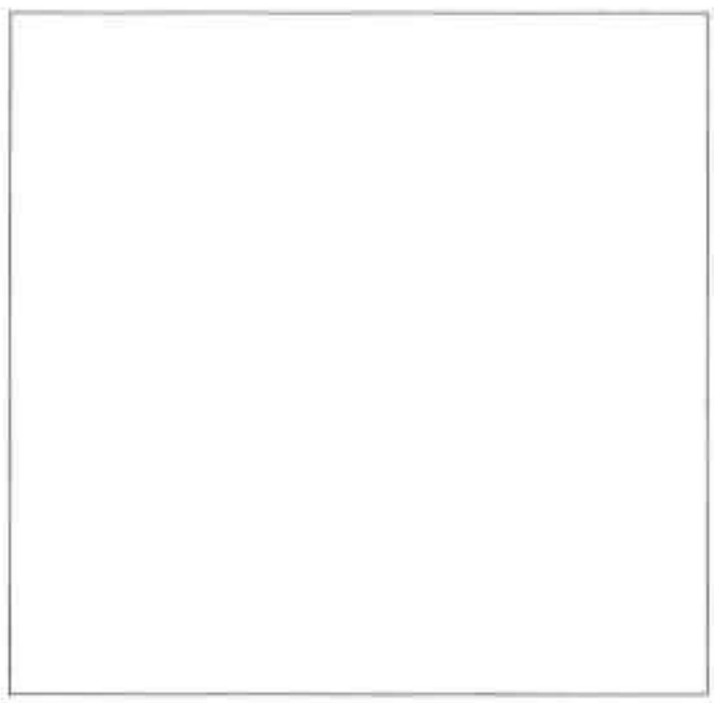

图20-1 绘制正方形
Step 01 执行“矩形”命令，绘制长 4000mm、宽 4000mm 的正方形，如图 20-1 所示。